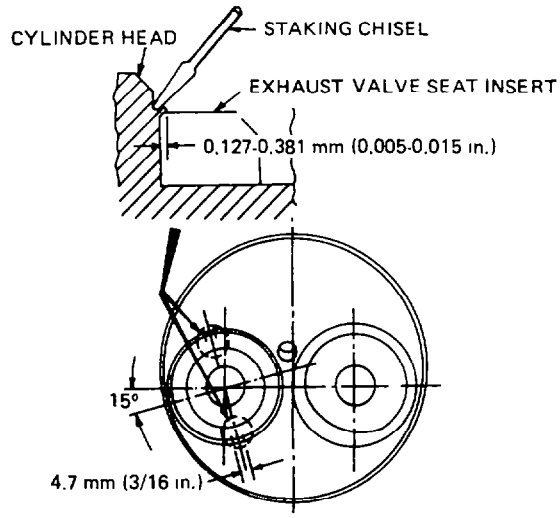

Fig. 36 — Staking Inserts
d. Stake the exhaust valve seat insert in two places diametrically opposite so that 0.13 – 0.38 mm (0.005 – 0.015 in.) of cylinder head material overlaps the edge of the inserts (see fig. 36).